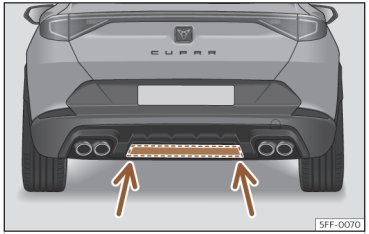

Abb. 79 Erfassungsbereich des unteren Sensors
- Wenn sich die Heckklappe nicht öffnet, wiederholen Sie den Prozess nach einigen Sekunden nochmals. Möglicherweise wurde der Erfassungsbereich des unteren Sensors nicht erreicht ››› **(Abb. 79)**.